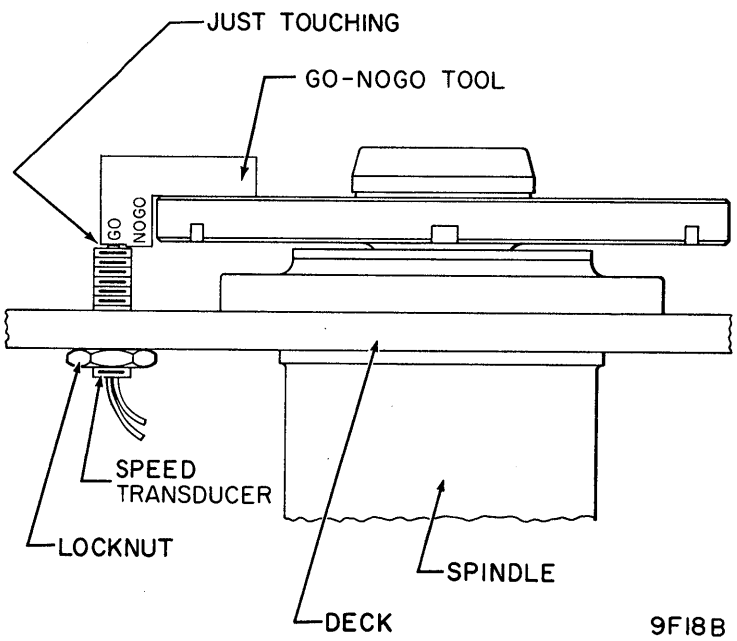

Figure 2-28. Speed Transducer Adjustment
2. Connect multimeter (set to RX1 scale) between ground contact and normally open contact as shown in figure 2-28. With carriage fully retracted, multimeter should indicate zero ohms.